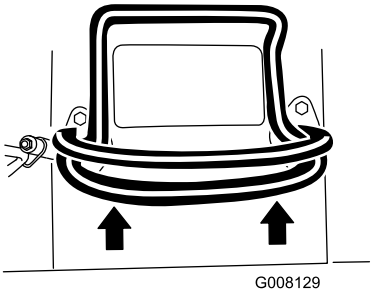
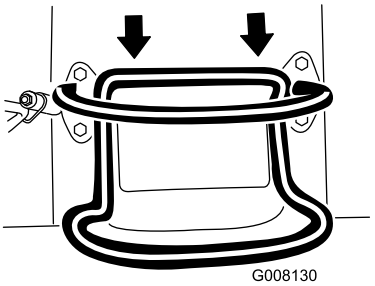

**Figuur 7**
**Figuur 8**
- Om vooruit te rijden, beweegt u de tractiehendel naar voren (Figuur 7).
- Om achteruit te rijden, beweegt u de tractiehendel naar achteren (Figuur 8). **Kijk bij het achteruitrijden altijd naar achteren en houd uw handen op de referentiebalk (Figuur 7).**